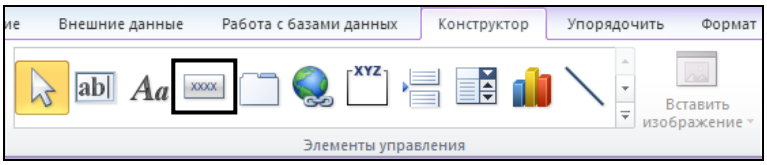
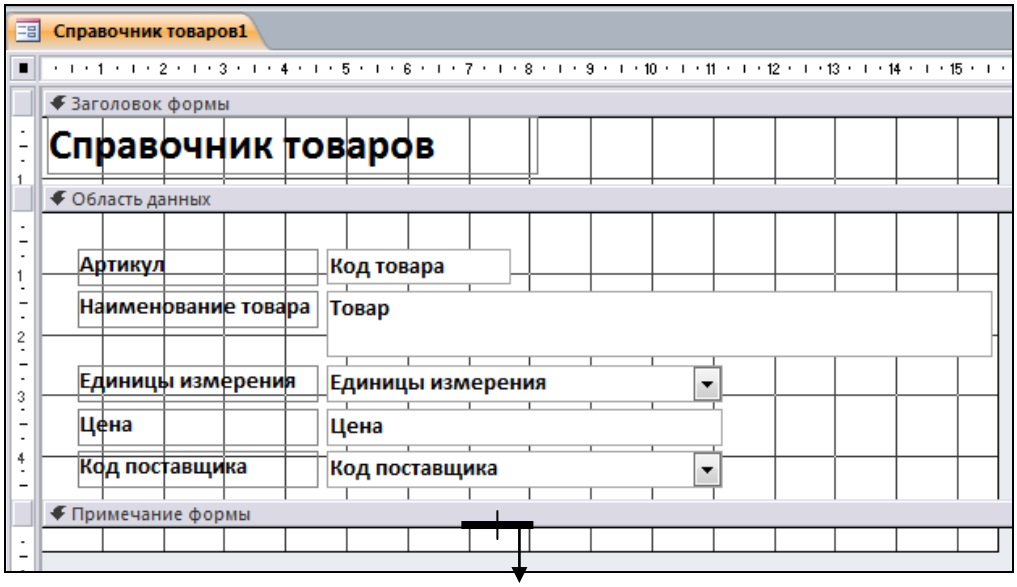

Рис. 3.8. Элементы управления
Рис. 3.9. Размещение кнопки в *Примечании формы*: *а – кнопка; б* – раздел *Примечание*
8. Для добавления кнопок на вкладке *Конструктор* в разделе *Элементы управления* (рис. 3.8) выбирается объект *Кнопка* и прорисовывается в *Примечании формы* (рис. 3.9*а*). (Кнопка
Предварительно раздел *Примечание формы* нужно расширить. Для этого курсор подносится к разделительной границе, и при нажатии на левую кнопку мыши область расширяется (рис. 3.9*б*).